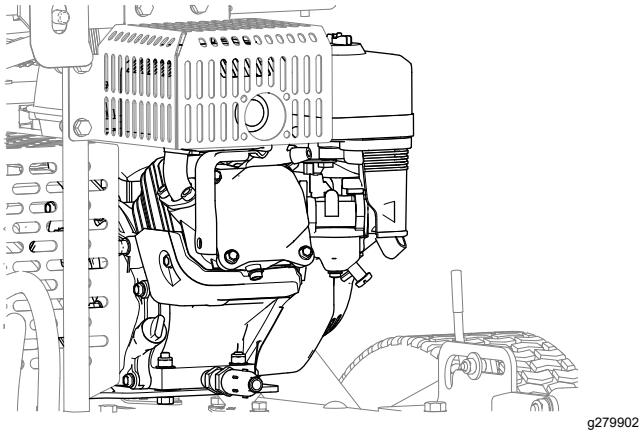

Figur 42
4. Avlägsna smuts och skräp från motorn och motorns kylflänsar (Figur 42).